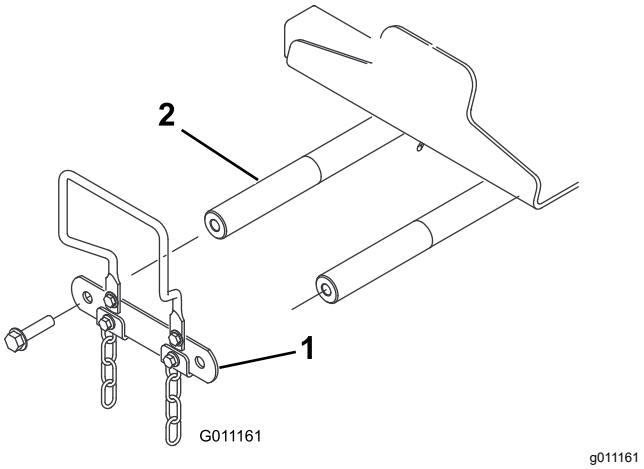

Rysunek 13
1. Należy odkręcić 2 śruby mocujące i zdemontować łącznik osi obu ramion podnoszących (Rysunek 13). Zachować śruby i łącznik.